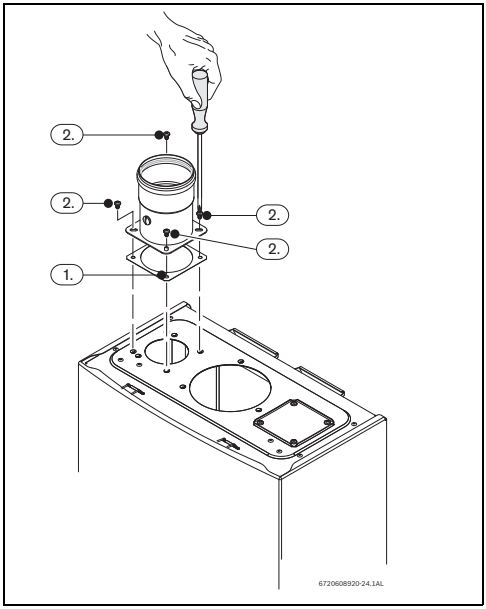

Рис. 27
► Установите прокладку между прибором и дополнительным оборудованием, Рис. 27 , поз. 1.
- Затяните 4 винта дополнительного оборудования для подвода воздуха, см Рис. 27 , поз. 2.